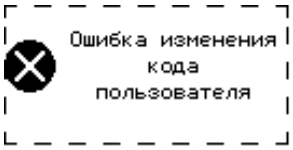

Рисунок 23 – Ошибка изменения кода пользователя.
5) В случае успешного изменения кода, на ЖК-дисплее отображается сообщение об успешной смене кода пользователя прибор издает 2 коротких звуковых сигнала подтверждения. В случае ошибки изменения кода пользователя (текущий код не найден в памяти прибора), на ЖК-дисплее отображается сообщение об ошибке изменения кода пользователя (рисунок 23), прибор издает длинный одиночный звуковой сигнал низкого тона (сигнал ошибки).